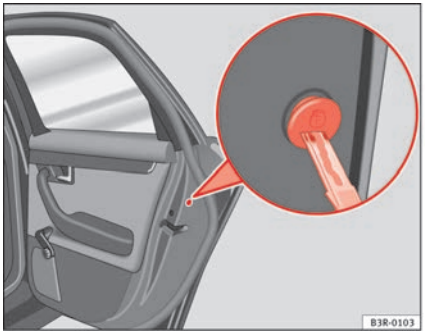

Fig. 72 Manual locking device
– Use the key ⇒ page 102, fig. 72 to turn the cap slightly and then fold it downwards.